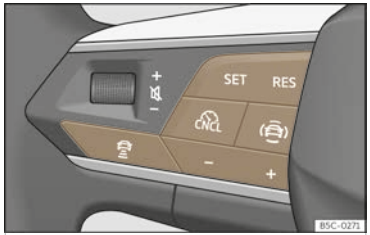

Fig. 134 On the multifunction steering wheel: buttons for operating the ACC.
- Press the button on the multifunction steering wheel ››› **Fig. 134**.
- To start regulation, press the **SET** button ››› **Fig. 134**.
- Press the button and then + or – button >>> Fig. 134.
- Briefly press button >>> Fig. 134 or press the brake pedal.